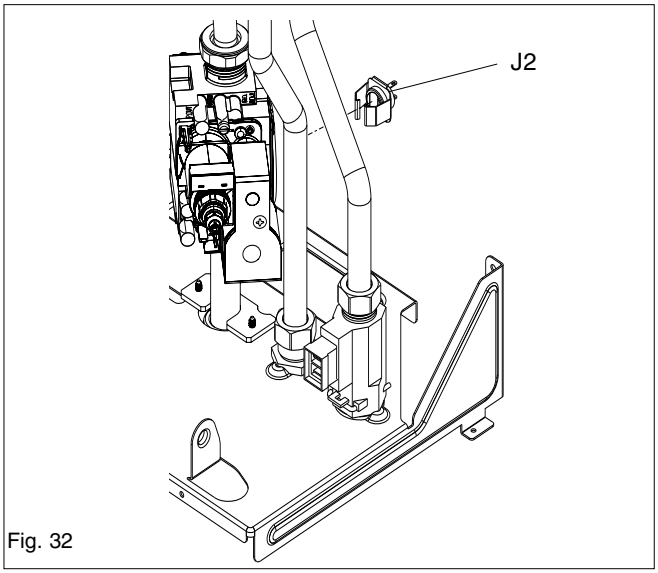

Fig. 32
6.20.4 DHW THERMISTOR (fig. 32)